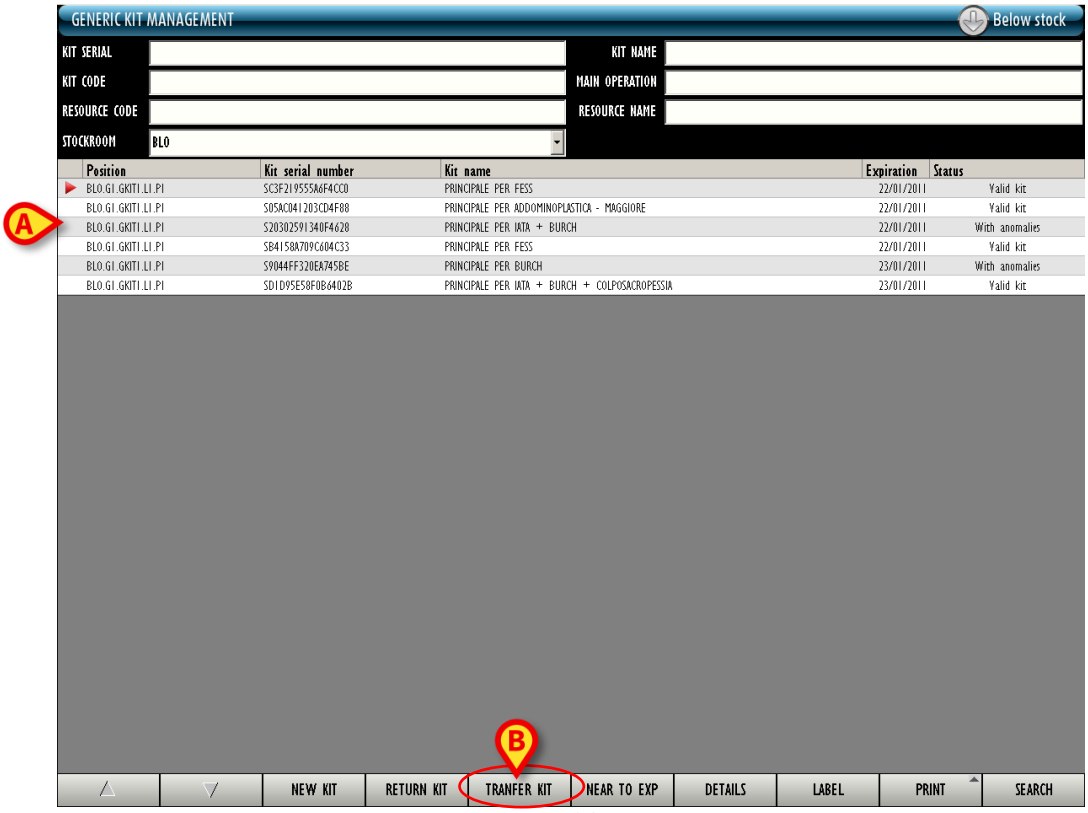

Fig 234
Close the print preview screen. The generic kits management screen is displayed again (Fig 234).
To transfer a generic kit, on the generic kit management screen (Fig 234),
The ▶ icon is displayed on the left (Fig 234 **A**).
- Click the **Transfer Kit** button on the command bar (Fig 234 **B**).
If, in the generic kit management screen (Fig 234) the kit is selected by barcode scan, it is not necessary to insert the kit serial number or to scan the kit's barcode again. The serial number of the previously selected kit is already displayed.
The kit transfer is this way recorded. The generic kit management screen is displayed again (Fig 234).